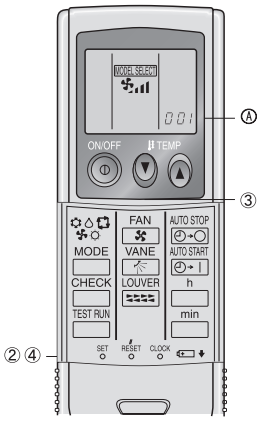

Fig. 6-3
1) Preparación inicial (Fig. 6-3)
① Introduzca las pilas.
② Pulse el botón SET con algún objeto puntiagudo.